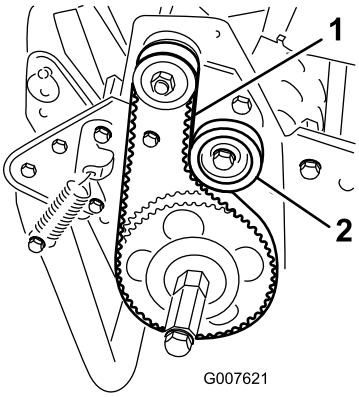

Figur 37
2. Kontrollera spänningen genom att trycka ned remmen mellan de två skivorna (Figur 37) med en kraft på 18–22 Nm.
A. Lossa fästmuttern på mellanremskivan och sväng mellanremskivan medsols mot remmens baksida tills önskad remspänning erhålls (Figur 37).